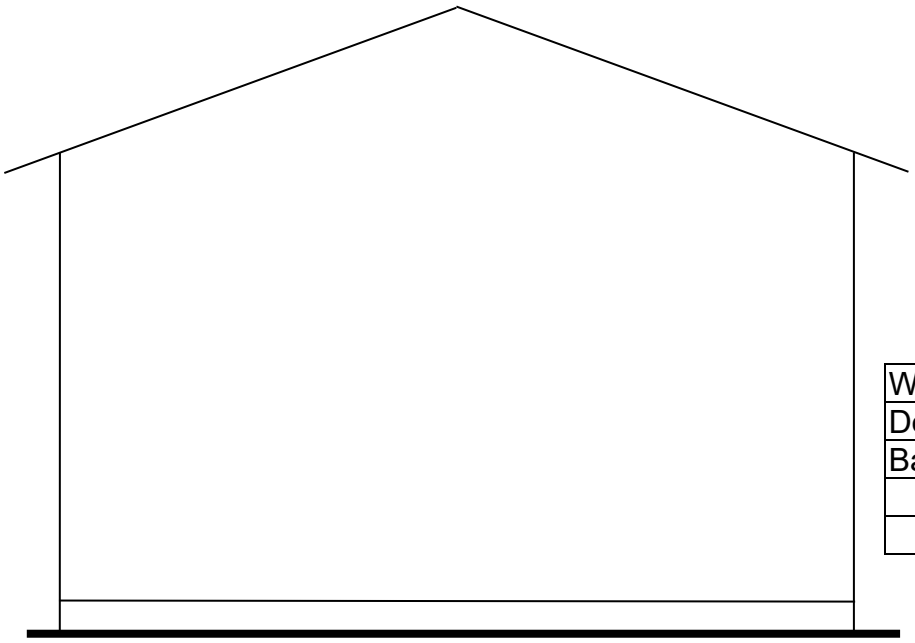

FIGURE 2.2
2.2 FIGURE 2.2 on ANSWER SHEET A shows the incomplete elevation of a building. Complete the elevation by drawing in the following parts on scale 1 : 50.